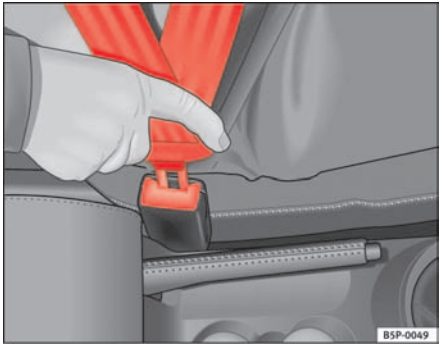

Fig. 11 Belt buckle and latch plate of seat belt
– Insert the latch plate into the buckle for the appropriate seat and push it down until it is securely locked with an audible click ⇒ page 22, fig. 11.